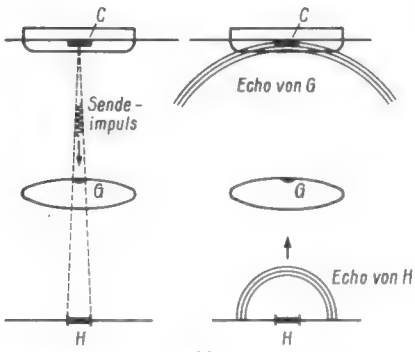
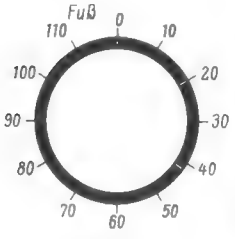
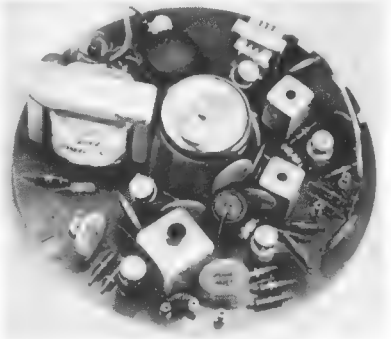

Bild 2
Bild 3
Bild 4
Schwingungen von meist über 100 kHz, aus denen das Tor B in regelmäßigen Abständen kurze Schwingungszüge ausblendet und diese einerseits (1) zum Schallwandler C, andererseits (2) zum Empfänger gibt. Der Schallwandler (Quarz oder Bariumtitanat) strahlt die Impulse als Schall gleicher Frequenz scharf gebündelt senkrecht zur Wasseroberfläche ab (Bild 2). Im Wasser befindliche Körper (Fischschwarm G) und der Gewässergrund H werfen den Schall zurück. Das einzelne Echo oder die zeitlich nacheinander eintreffenden Echoimpulse setzt der Schallwandler wieder in elektrische Schwingungen um und leitet sie dem Empfänger zu (3).
Das Fathometer enthält eine Glimmröhre, die unter einer in Fuß (rund 1/3 m) geeichten Skala kreisförmig umläuft. Beim Passieren der Nullmarke wird jeweils der Sendeimpuls ausgelöst. Die Reflektoren G, H in Bild 2 würden eine Anzeige nach Bild 3 ergeben, jedoch macht die Zeichnung nicht deutlich, wie der geübte Beobachter erkennen kann, ob der Grund felsig, sandig oder schlammig ist und ob das Zwischenecho von einem Fischschwarm oder von einem großen Einzelfisch stammt. Das Gerät ist wasserdicht und gegen Regen oder Spritzwasser unempfindlich. Der mit 200 kHz schwingende Generator arbeitet mit einem, der Empfänger mit fünf Transistoren (Bild 4). Die Ultraschallimpulse sind 0,3...0,5 msec lang und folgen sich in 50 msec Abstand; in der Sekunde gehen also rund 20 Impulse heraus. Eine in salzwasserbeständigen Kunststoff gebettete Scheibe Bariumtitanat, die den Schall auf 6° bündelt, bildet den Schallwandler, der in den Schiffsboden fest eingebaut oder – bei transportabler Verwendung – auf die Wasseroberfläche gesetzt werden kann. at